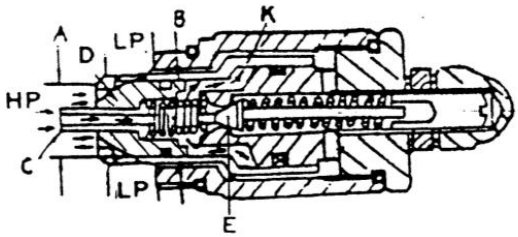

Fig.6.5
(1)The main safety valve must be installed between the cylinder HP port and LP passage. The oil that pass through the valve core will be acting on the different diameter surface A & B, so the core K of the one-way valve and the core D of the main safety valve will be firmly fall into the valve base. (See Fig.6.5)